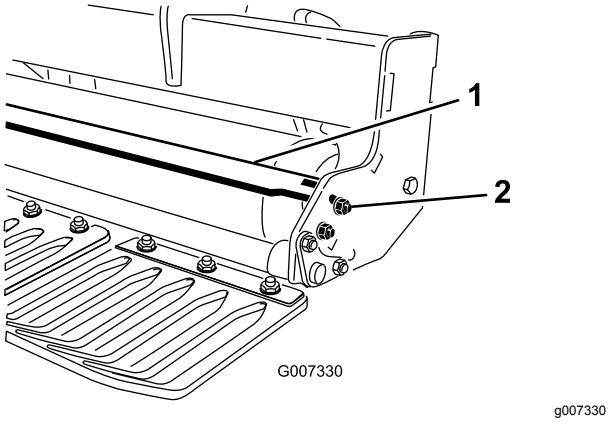

Figur 16
1. Løsn de fastgørelsesanordninger, der fastgør hver ende af skraberen til rulleskraberens tap (Figur 16).